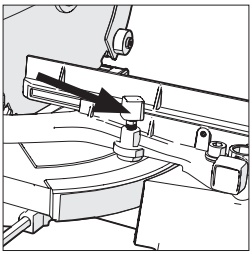

Abb. 20
- Lösen Sie die Verriegelungsschraube für die Gehrung **(Abb. 20)**, indem Sie sie entgegen dem Uhrzeigersinn drehen.